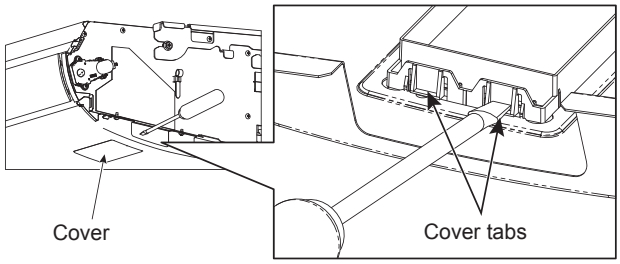

Fig. 3-2-2
(2) Insert a flat-head screwdriver from the side, and remove the cover while pressing down on the two cover tabs. (Fig. 3-2-2)